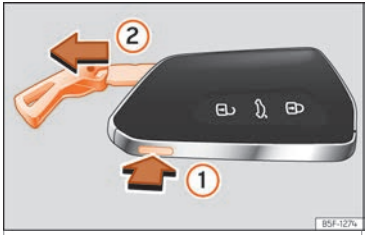

Fig. 82 Clé du véhicule : retirer le panneton.
- En appuyant une fois sur le bouton **››› fig. 82 ①**, le panneton est libéré et un œillet apparaît en guise de porte-clés.
• Maintenez le bouton ① enfoncé tout en tirant sur l'œillet dans le sens de la flèche ››› fig. 82 ② pour extraire entièrement le panneton.